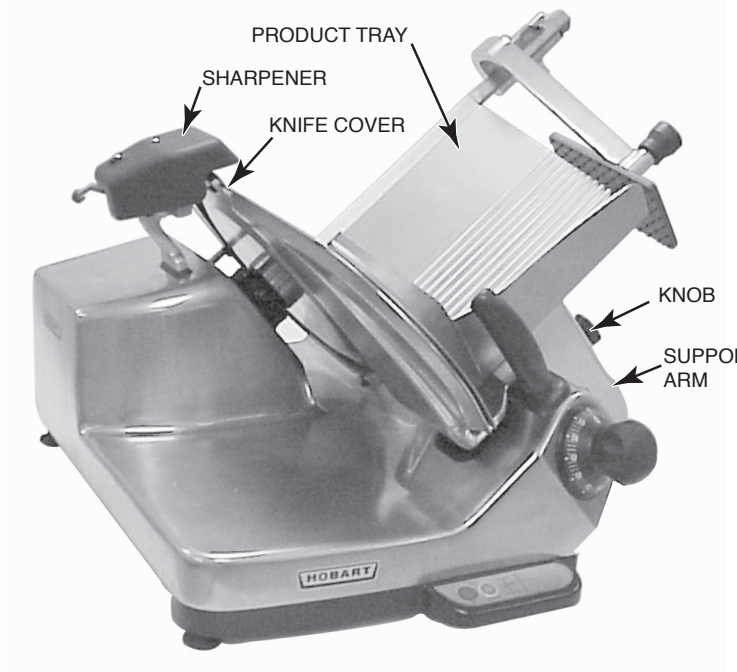

Fig. 28
- Return the Product Tray to the Gauge Plate by tilting it to the left. Turn the Knob on the Support Arm loosely in either direction until it moves inward, then turn it clockwise until snug (Fig. 28).